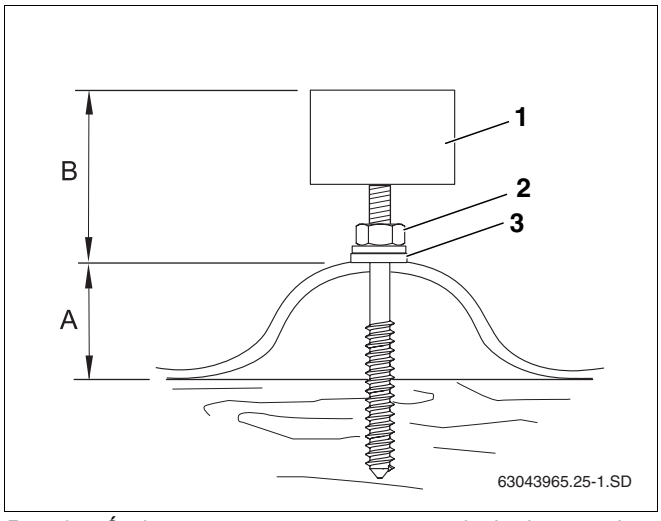

Rys. 24 Śruba prętowa zamontowana na dachu krytym płytą falistą
Wkręcając śruby prętowe, należy uważać na to, aby wymiar B (tab. 7 i rys. 24) był taki sam dla wszystkich śrub.
- Dokręcić nakrętkę (rys. 24, **poz. 2**), tak aby uszczelka (rys. 24, **poz. 3**) całkowicie przylegała do dachu.